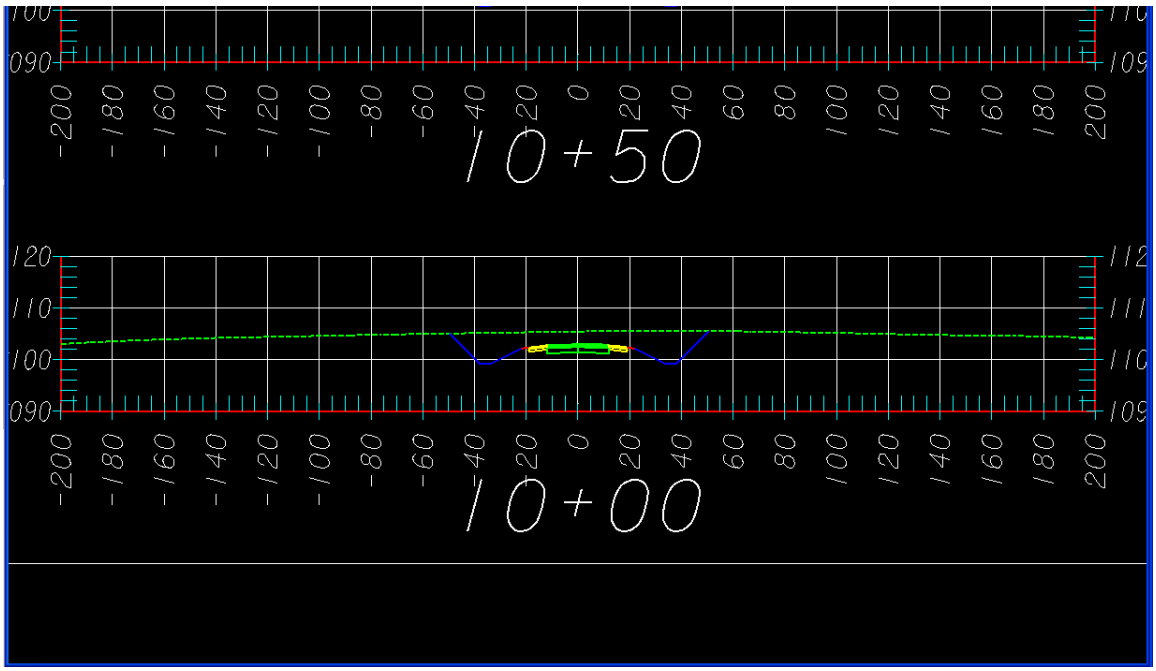

Figure L11-3 MicroStation View Window
17.	**Open the Cross Section Viewer and Navigate to Station 10+00.00.** • In InRoads, select **Evaluation ► Cross Section ► Cross Section Viewer**. • Left click on Station **10+00.00** to center Station **10+00.00** in the MicroStation View Window. • Verify your view in MicroStation matches that shown in *Figure L11-3*.